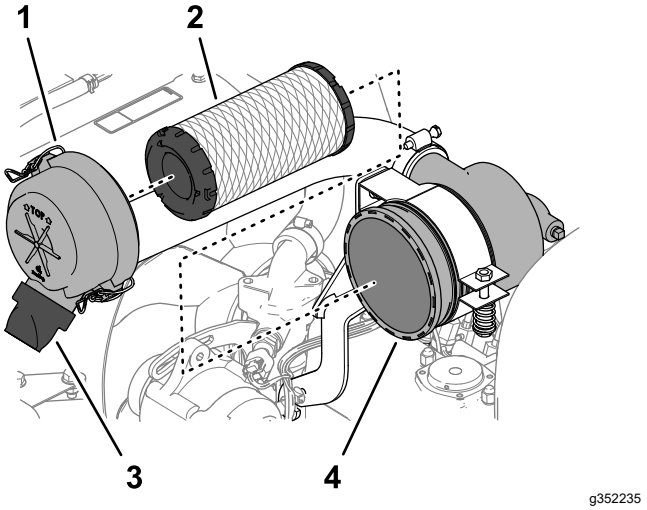

Figur 67
3. Lossa spärrhakarna som fäster luftrenarkåpan på luftrenarhuset (Figur 67).
6. Ta bort filterelementet (Figur 67).
7. Ta bort gummiutloppsventilen (Figur 67) från luftrenarkåpans smutsutblåsning.